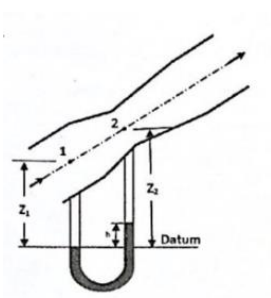

Fig. 4
b. Starting with the Continuity and Bernoulli equations derive the expression to measure fluid flow rate for the Fig. 4 shown below. (06 Marks)